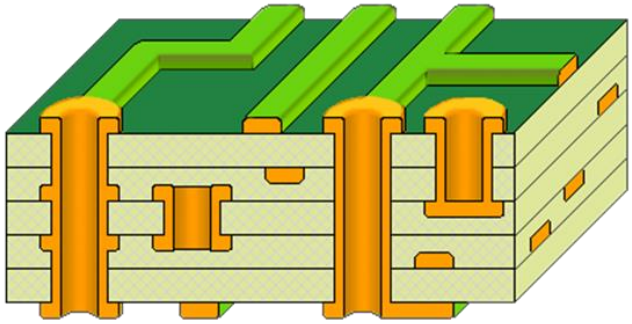

Рисунок 3—Многослойная печатная плата
- многослойные (МПП): имеют более двух проводящих слоев (обычно до 24-х) и содержат сквозные отверстия (проходящие через все слои), слепые отверстия (соединяющие только внутренние слои) и глухие (соединяющие внешние слои топологии с внутренними (Рисунок 3).